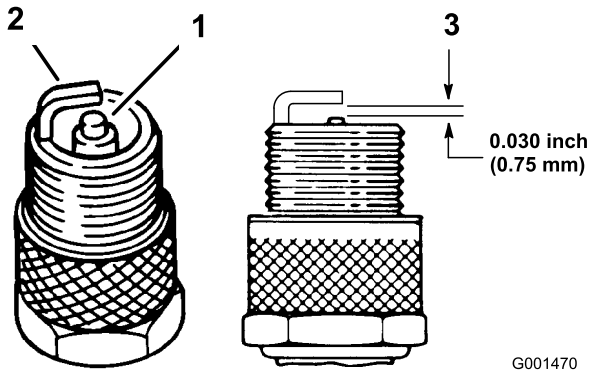

Figur 24
1. Se på midten af tændrørene (Figur 24). Hvis der kan ses en lys brun eller grå farve på isolatoren, fungerer motoren korrekt. En sort belægning på isolatoren betyder normalt, at luftfilteret er snavset.
2. Kontroller gnistgabet mellem midter- og sideelektroderne (Figur 24). Bøj sideelektroden (Figur 24), hvis gabet ikke er korrekt.
3. Slut tændrørskablerne til tændrørene (Figur 24).